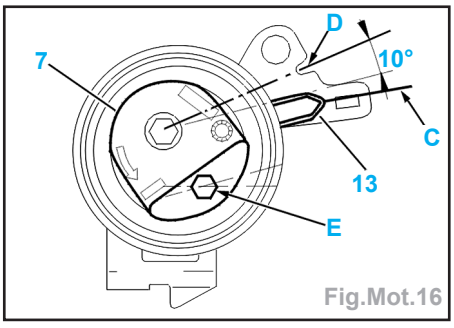

Fig.Mot.16
- A l'aide de l'empreinte hexagonale (E), faire tourner le galet dans le sens anti-horaire jusqu'à amener l'index (13) en position C pour tendre la courroie au maximum (Fig.Mot.16).